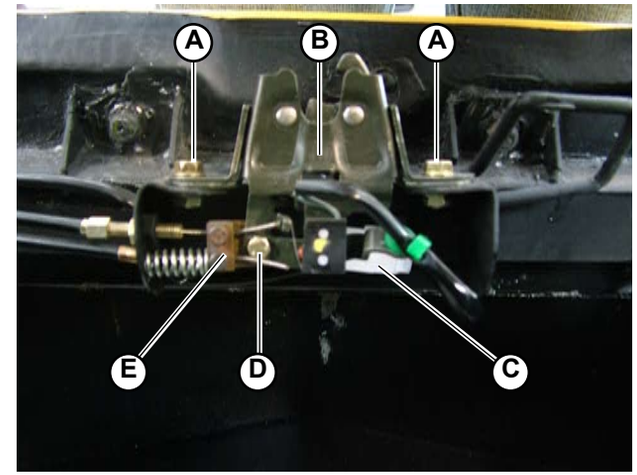

Fig.3
1. Unscrew the 2 screws (**A-Fig.3**) securing the lock (**B-Fig.3**) to the chassis.
2. Disconnect the connector (**C-Fig.3**).
3. Unscrew the screw (**D-Fig.3**) securing the plate (**E-Fig.3**) to the opening cables.